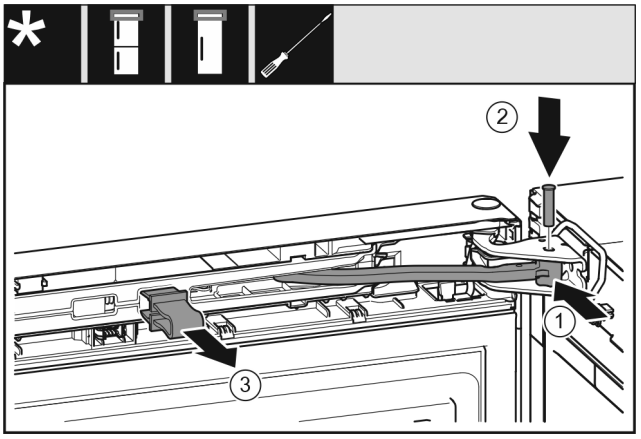

Fig. 25
▶ Rotiți articulația *Fig. 25 (1)* în suportul de lagăr.
▶ Introduceți bolțul *Fig. 25 (2)* în suportul de lagăr și articulație. Urmăriți ca respectiva camă de fixare să fie așezată corect în canelură.
▶ Detașați siguranța *Fig. 25 (3)*.